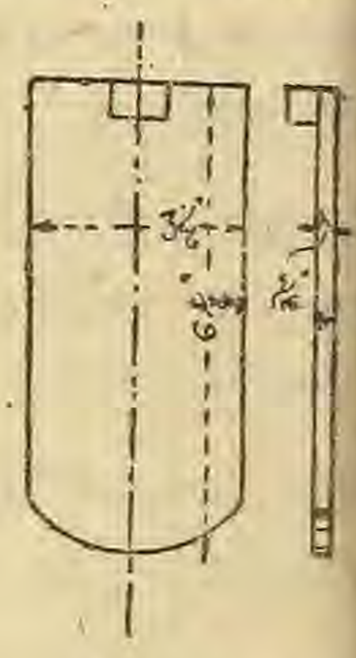

Рис. 432.
1) *Плоская* (рис. 432)—различных размеров, например: $9 \times 4 \times {}^{1}/_{2}$ вершка, или $6^{3}/_{4} \times 4^{1}/_{4} \times ({}^{1}/_{4} - {}^{1}/_{8}$ вершка); с нижней стороны ее приделан выступ (шип) для того, чтобы укреплять черепицу на крыше (на обрешетке).